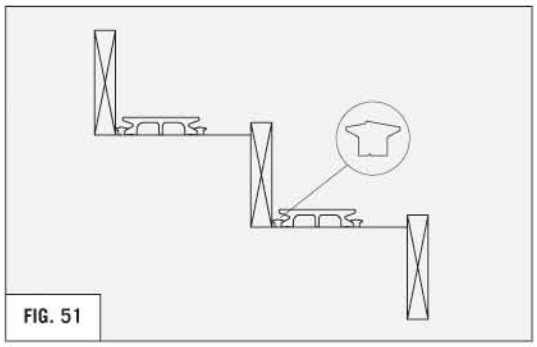

FIG. 51
- Install Wing-clip directly against lumber. **(REFER TO FIG. 51)**
- Push deck board against first row of Wing-clips and install next row of Wing-clips. Use single #8 x 2" deck screw to toe screw deck board to middle stringer. **(REFER TO FIG. 51)**